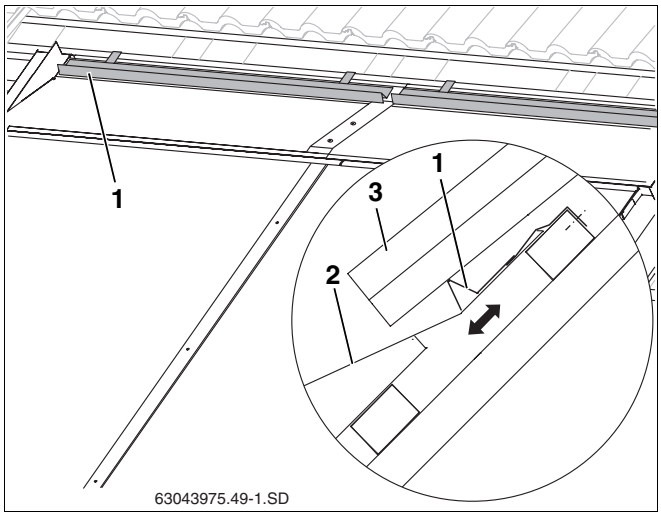

Abb. 61 Pfannenauflage auflegen und befestigen
– sie möglichst weit das Abdeckblech (Abb. 61, **Pos. 2**) überdeckt, dieses jedoch nicht berührt und
- Pfannenauflage (Abb. 61, **Pos. 1**) entsprechend der ermittelten Positon auflegen und an Dachlatte befestigen.
- Geschnittene Pfannen (Abb. 61, **Pos. 3**) auflegen.